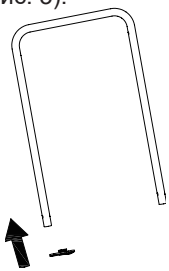

Рис. 3 Установка кронштейна крепления удлинителя
2. Наденьте на нижнюю часть рабочей рукоятки кронштейн крепления удлинителя (Рис. 3).